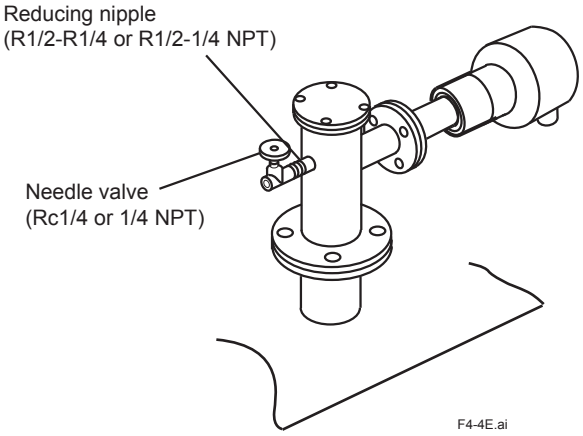

Figure 4.4 Mounting the needle valve for restricting exhaust flow of the sample gas
- When a high temperature detector is used and the pressure of a sample gas is 0.49 kPa or higher, it is recommended that a throttle (e.g., needle valve) be installed on the sample gas outlet of the high temperature probe adapter. (See Figure 4.4 in Subsection 4.1.4.)